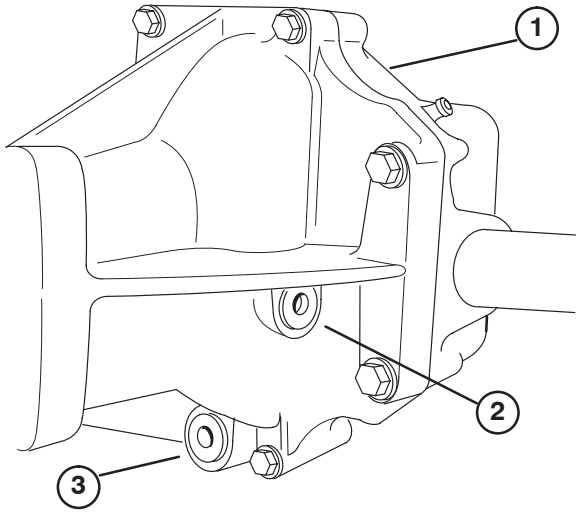

Figure 58
2. Enlevez le bouchon de vidange (Fig. 58) sur le côté du réservoir et laissez s'écouler l'huile dans un bac de vidange.